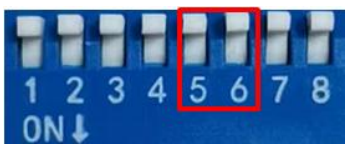

图 5.3 PID 设置拨码开关图
- 断开驱动器电源，根据表 5.1 把拨码开关 SW5、SW6，如图 5.3 所示，设定在对应位置。